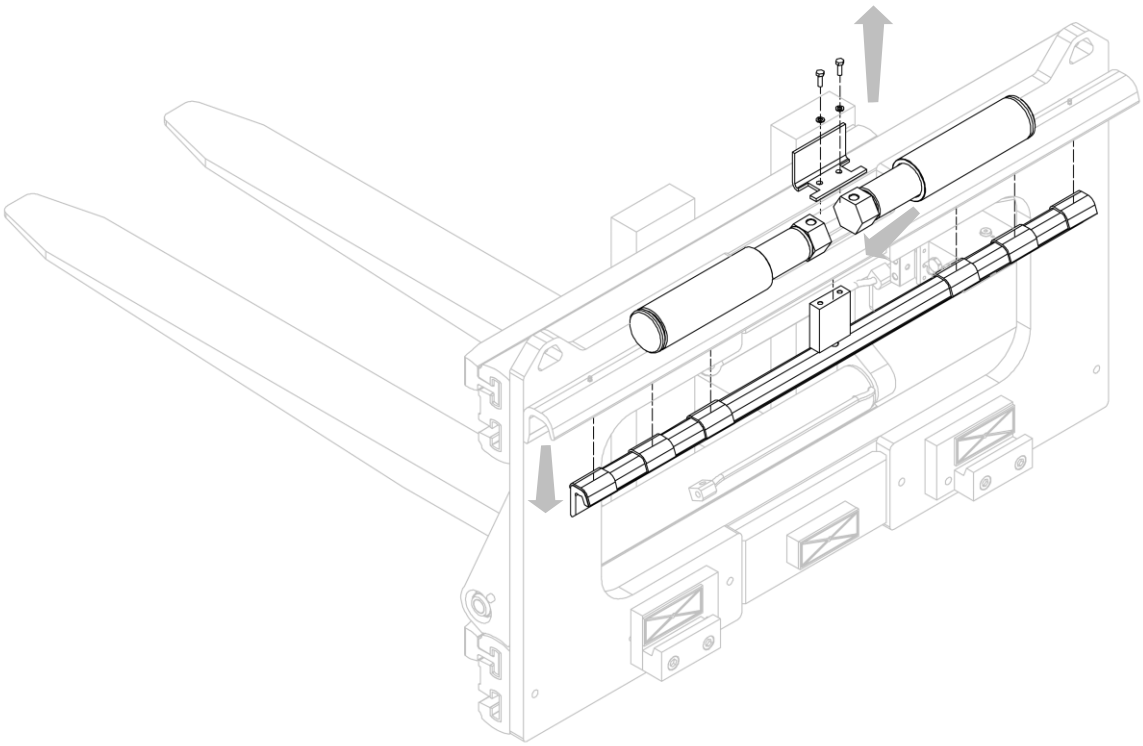
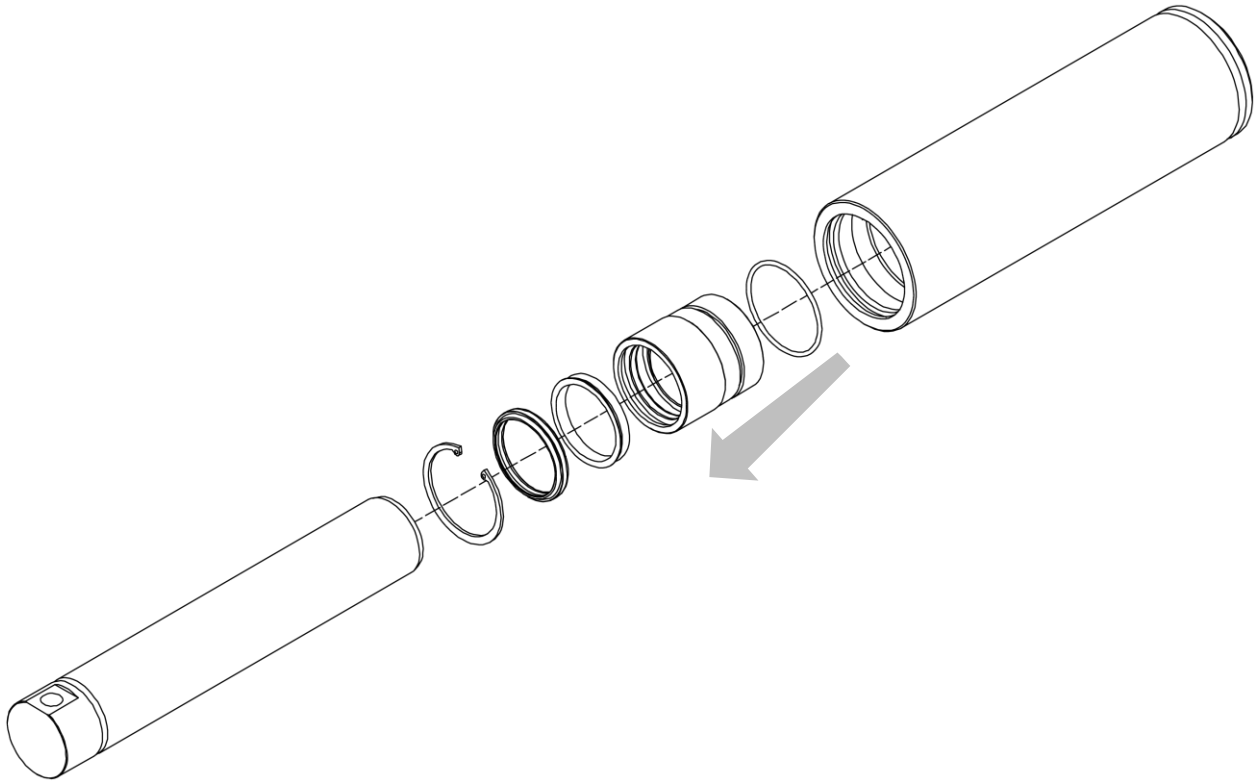

Figure 34
Figure 35
7. Prendre comme référence la *Figure 34* et la *Figure 35*.